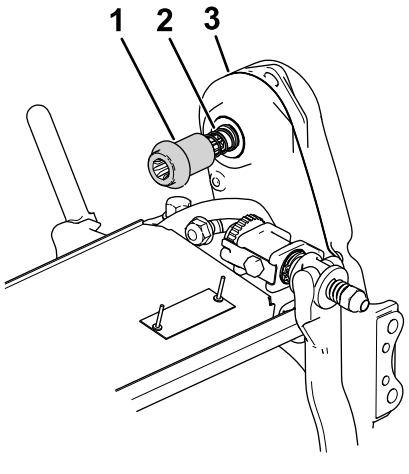

Rysunek 7
4. Zamocuj łącznik i sprężynę na zespole napędu wrzeciona jednostki tnącej (Rysunek 7).
5. Upewnij się, że łącznik (Rysunek 7) może z łatwością przesuwać się do przodu i do tyłu na wale napędowym przekładni.